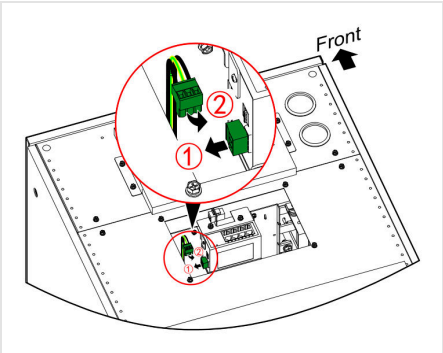

FIGURA 3-38 Passo 5 — cavo di alimentazione
5. Estraete la morsettiera verde a destra del dispositivo di rete, tagliate la fascetta del cavo di alimentazione predisposto e collegate il cavo di alimentazione al dispositivo di rete (Figura 3-38).